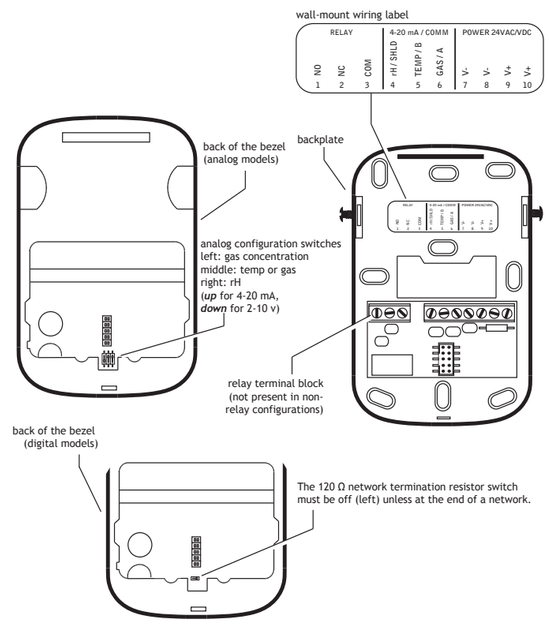

Figure 2: wiring the wall-mounted monitor
7. Connect each of the wires to the corresponding terminals on the backplate, as shown in Figure 2. Wire digital models as indicated on the label. Note that the meaning of the A and B symbols for EIA/RS-485 wiring varies among vendors. Terminal 6 corresponds to BACnet "+", the Modbus "D1", and the EIA/RS-485 "B". Terminal 5 corresponds to BACnet "-", the Modbus "D0", and EIA/RS-485 "A".